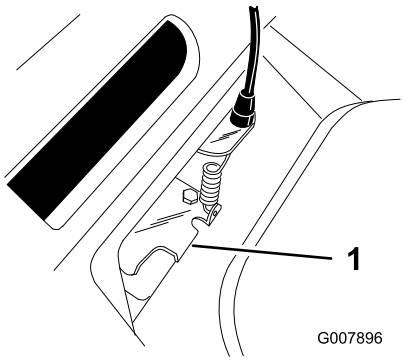

Figur 29
5. Skyv remføreren ned til den berører gressklipperen, og hold den deretter på plass (Figur 29).